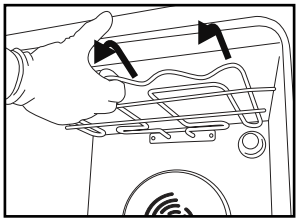
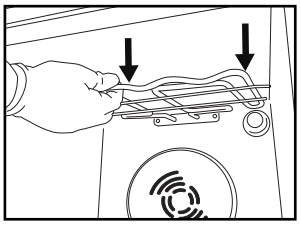

Fig. 3
Fig. 4
2. Trek het verwarmingselement voorzichtig naar buiten (*Fig. 3*) en breng het omlaag (*Fig.4*).